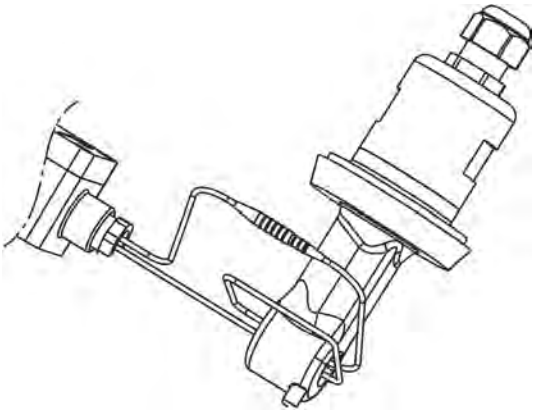

Fig. 77: Empalme de los extremos del alambre
8. Empalme los extremos del alambre del lazo del conductor del adaptador de calibración. (Véase Fig. 77 .)